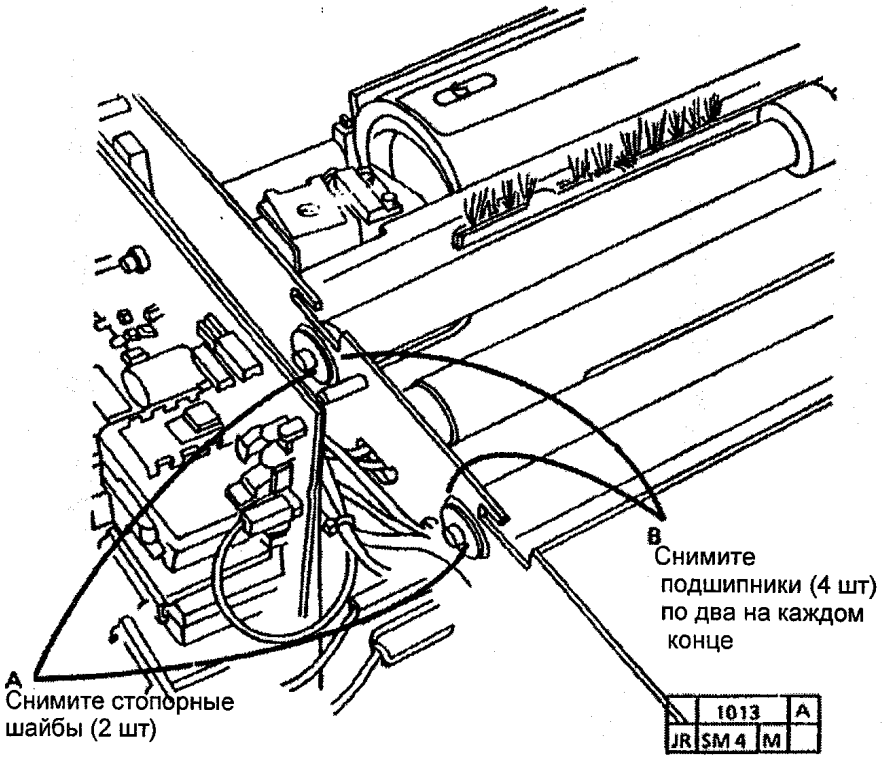

Рис. 2 Снятие подшипников с левой строны
7. (РИС. 2): СНИМИТЕ ПОДШИПНИКИ С ЛЕВОЙ СТОРОНЫ.